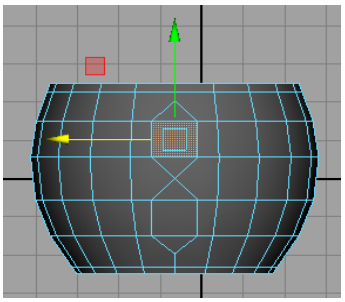

Figure 2-67 *A face of mug selected*
3. Move the cursor over *mug* and then press and hold the right mouse button; a marking menu is displayed. Choose **Face** from the marking menu; the face selection mode is activated. Next, select a face of *mug*, as shown in Figure 2-67.